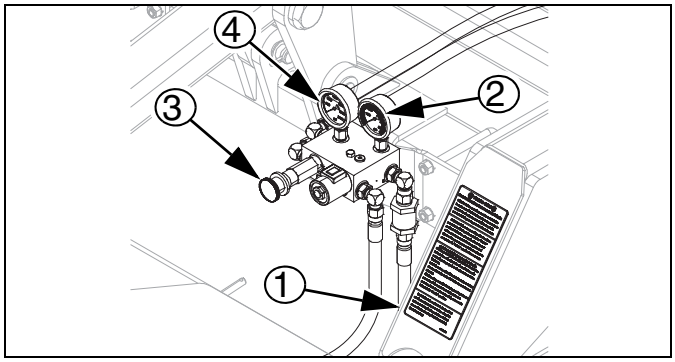

Figure 22 43104
Remarque : Cette procédure d'installation est destinée aux tracteurs équipés de systèmes hydrauliques à centre fermé ou compensés par pression. Les systèmes hydrauliques à centre ouvert ne sont pas pris en charge. Réglez la soupape de pression d'abaissement comme indiqué sur l'autocollant ① (situé à l'avant de l'armature gauche) ***Consultez la Figure 22***.
38. Depuis la cabine de conduite, réglez le débit de manière à ce que l'aiguille sur la jauge de contournement ② se trouve dans la plage verte de 1 000 à 1 500 lb/po² (68,9 à 103,4 bar).
39. Réglez la soupape ③ pour définir la pression initiale d'abaissement ④ (habituellement entre 300 et 400 lb/po², soit entre 20,7 et 25,6 bar). Ne dépassez pas les 800 lb/po² (55,2 bar).